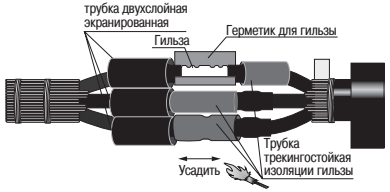

Рисунок 8
4.16 Надвинуть на каждую гильзу трубку трекингостойкую (красного цвета) изоляции гильзы. Установить её по центру гильзы и усадить, начиная с середины и далее в направлении торцов. После усадки трубки по торцам должен быть виден выступивший расплавленный клей (рисунок 8).